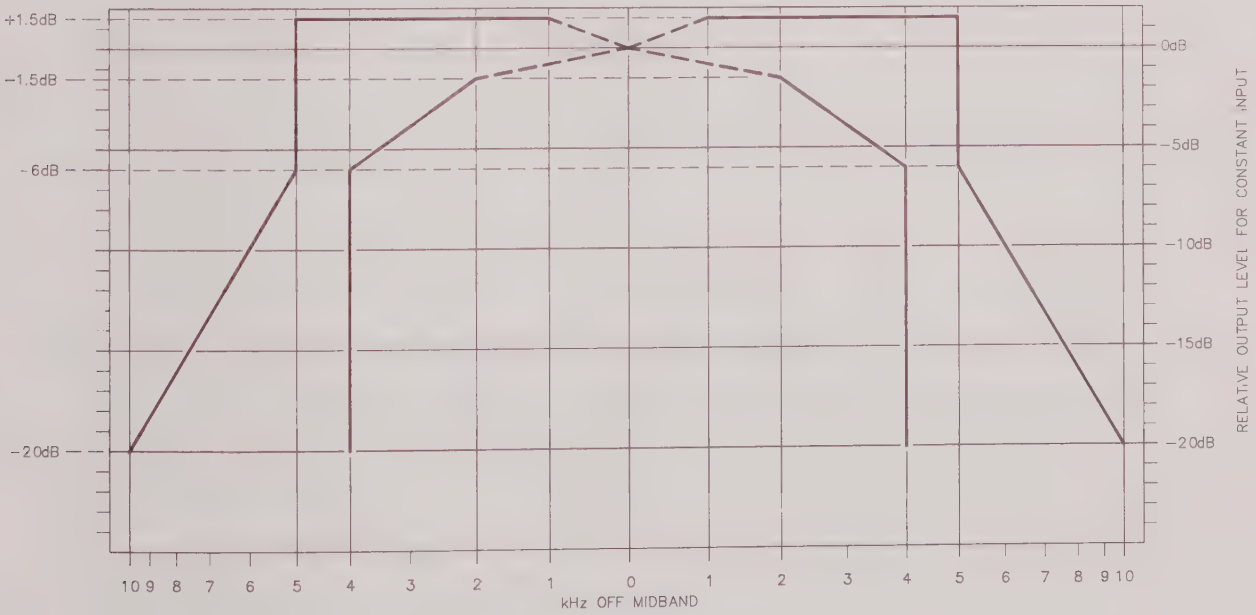

Figure 4-15 9 kHz Filter Limits (9 kHz from Mid-band)
22. Verify filter shape per Figure 4-15. If shape is within limits, indicate on Calibration Record; otherwise, adjust C63021, C63022, C63025, C63026, C63029 and C63030 aligning for frequency, shape and amplitude. Repeat Steps 17 and 18 to recalibrate the amplitude.